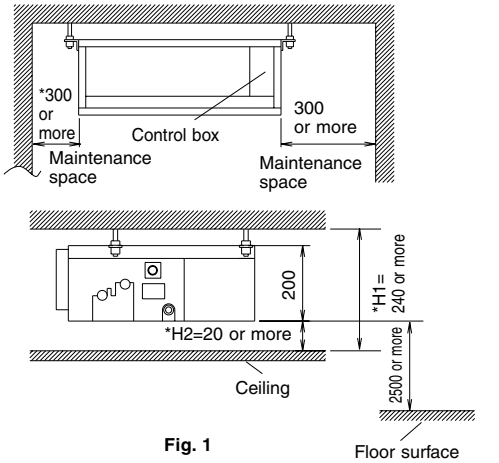

Fig. 1
(1) Select an installation site where the following conditions are fulfilled and that meets with your customer’s approval.
- Where sufficient clearance for maintenance and service can be ensured. **(Refer to Fig. 1)**